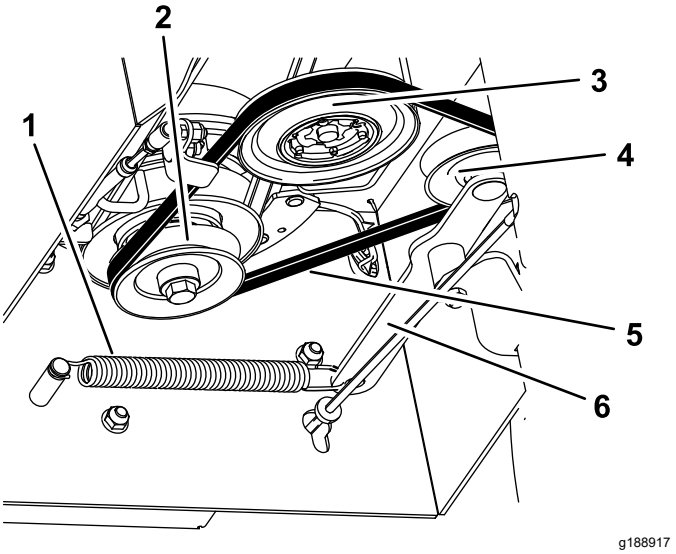

Figura 31
4. Retire el muelle de extensión del brazo tensor (Figura 31).
6. Pase la correa nueva alrededor de las poleas del embrague, la transmisión y las poleas tensoras (Figura 31).